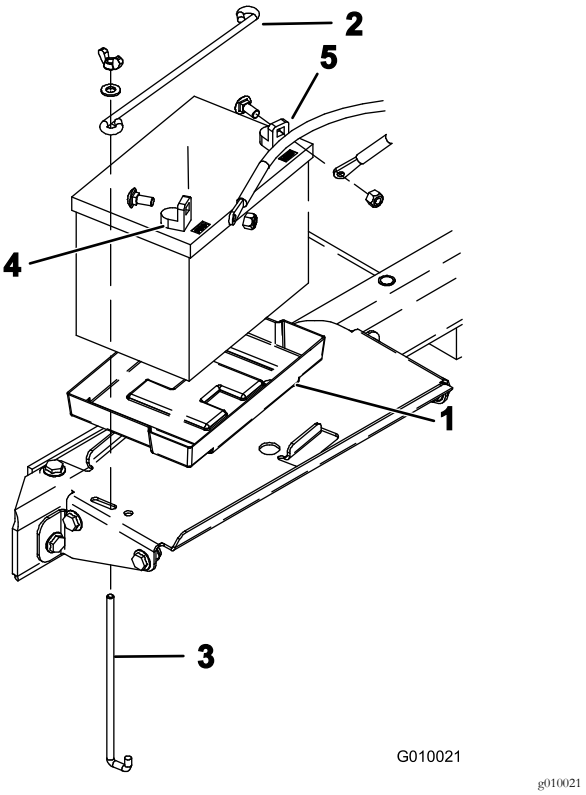

**Figur 6**
8. Sett inn batteriet i holderen i batterirommet (Figur 6). Plasser batteriet slik at terminalene peker mot utsiden.
9. Fest batteriet til bunnen i rommet med en batteristang, to holdestenger, to flate skiver og to vingemutrer (Figur 6).
10. Fest først den positive kabelen (rød) til den positive (+) batteriterminalen med en låseskrue og mutter (Figur 6), deretter den negative kabelen (svart) til den negative terminalen (–) på batteriet med en låseskrue og mutter (Figur 6). Skyv gummihetten over den positive polen for å forhindre muligheten for kortslutning.